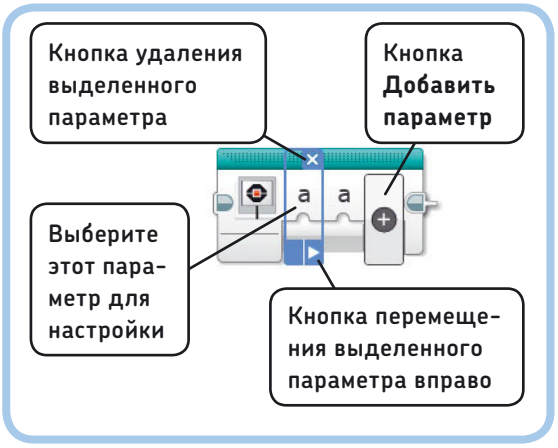

Рис. 15.17. Добавление, удаление и изменение порядка следования параметров
5. Теперь мы настроим параметры блока. Добавьте два ввода, дважды нажав кнопку **Добавить параметр** (Add Parameter), как показано на рис. 15.17.